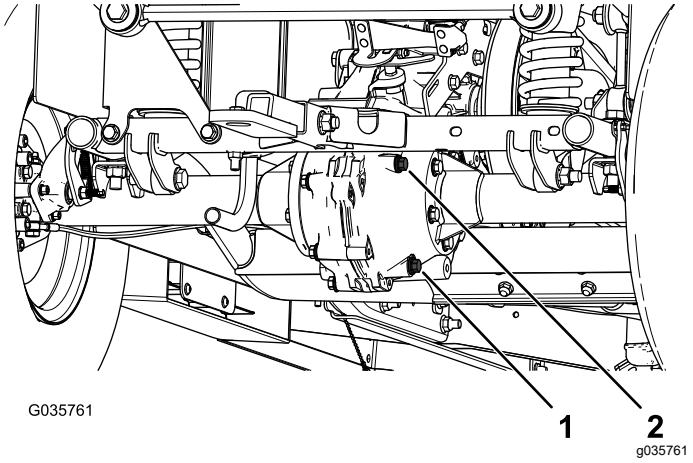

Figur 60
4. Ta bort växellådans påfyllningsplugg (Figur 60).
5. Om vätskenivån är låg ska du ta bort påfyllningspluggen och fylla på med angiven vätska tills den rinner ut ur hålet (Figur 60).
1. Rikta in ett kärl under avtappningspluggen (Figur 60).
2. Ta bort påfyllningspluggen och förslutningen (Figur 60).
3. Ta bort avtappningspluggen och tätningen och låt all vätska rinna ut (Figur 60).